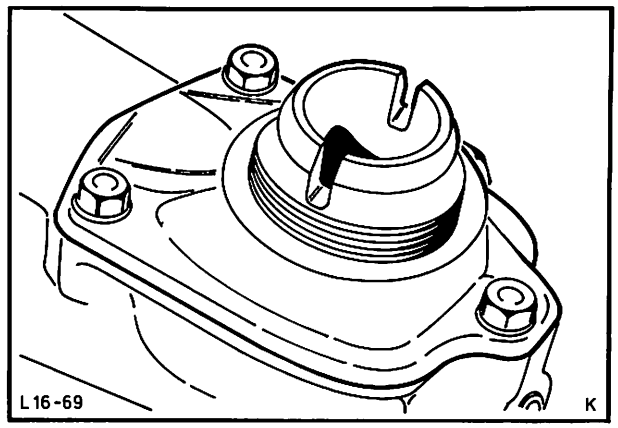

Abb. 85 Schaltdeckel
6. Schaltdeckel abbauen (3 Schrauben) und zusammen mit der Schaltstange herausnehmen, Abb. 85. Schaltstange etwas drehen und aus dem Schaltdeckel ziehen.